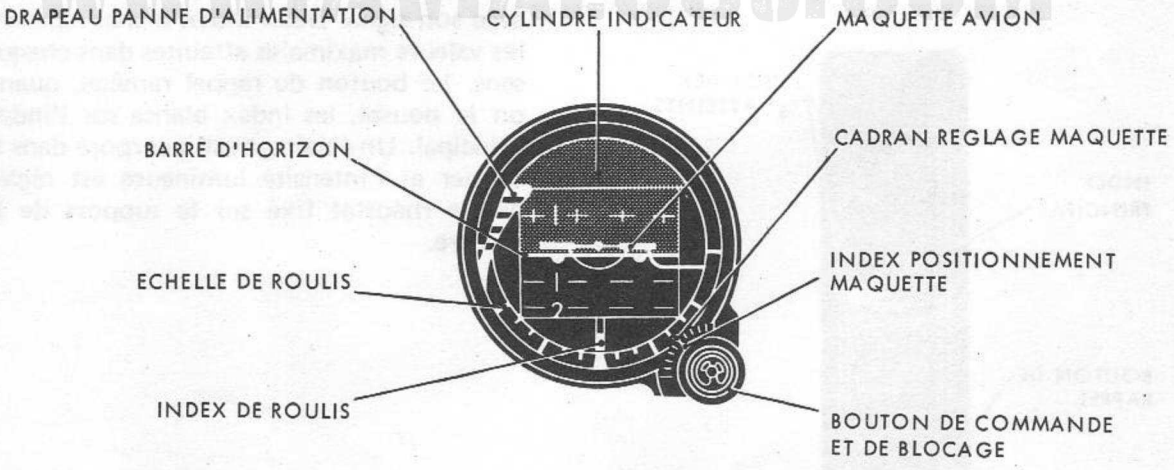

FIGURE 19 - HORIZON DE SECOURS
9.4.2.1 - Horizon de secours (Fig. 19)